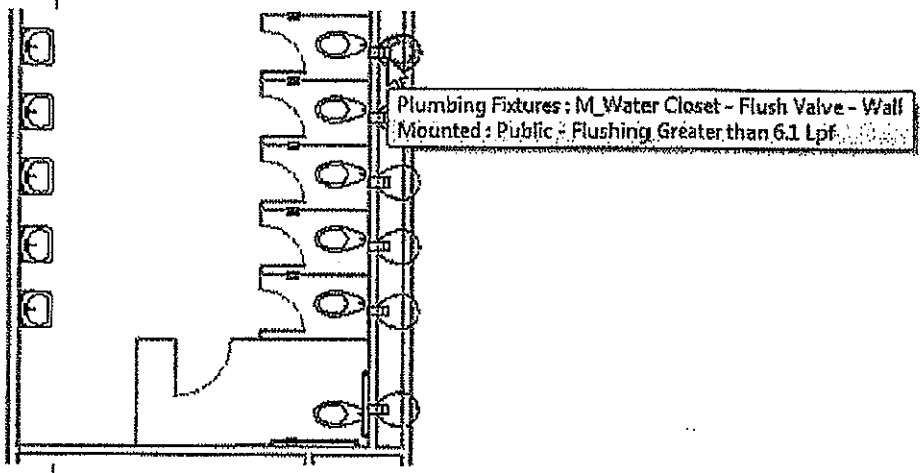

Figure 3–47
13. Zoom in on one of the restrooms. If the Water Closet that was specified in the Type Mapping came in correctly, save and close the project and skip to the next task. If the Water Closet came in as the opposite of the existing, as shown in Figure 3–47, continue with the next step.
14. Select one of the water closets. (Flip Workplane) displays as shown on the left in Figure 3–48. Click on the control. The water closet is placed in the correct direction as shown on the right in Figure 3–48.